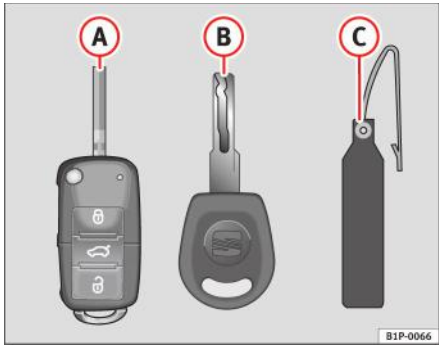

Fig. 62 Set de chei
- o cheie cu telecomandă ⇒ fig. 62 (A) şi element mecanic pliabil,
- o cheie fără telecomandă (B),
- un breloc din plastic (C) cu numărul de cod al cheii.
Cheile duplicat sunt fabricate numai cu numărul de cod pe brelocul de chei ⇒ fig. 62 (B). Din acest motiv:
– Utilizați ambele chei livrate împreună cu automobilul ⇒ pagina 103, fig. 62, cheia cu telecomandă (A) şi cheia normală (B).